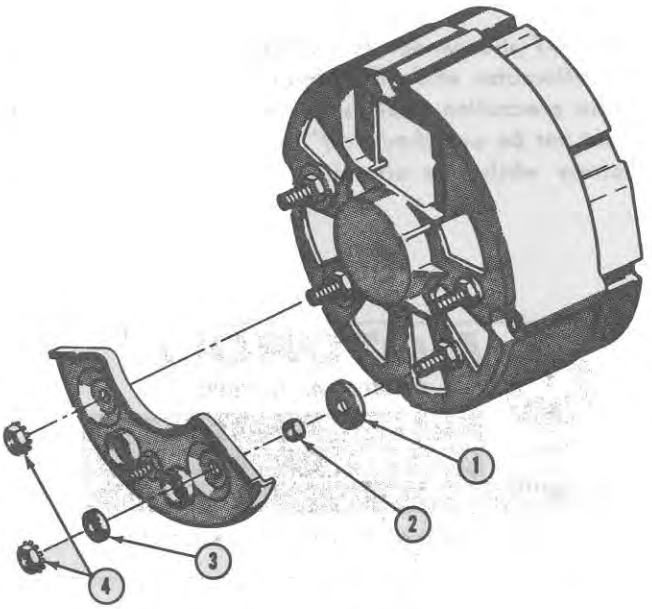

Figure 17
NOTE: ***Reinstall the heat sink insulators in their original positions, Figure 17.***
3. Move the voltmeter positive lead to the output terminal. The voltmeter should indicate 14.1 to 14.8 volts if the isolation diode is conducting the alternator energy to the tractor battery. If the voltmeter indicates battery voltage (12.0 to 12.6 volts), the isolation diode is open circuited and requires replacement. Retest after installing a new isolation diode. Figure 17 shows the position of the isolation diode insulators.